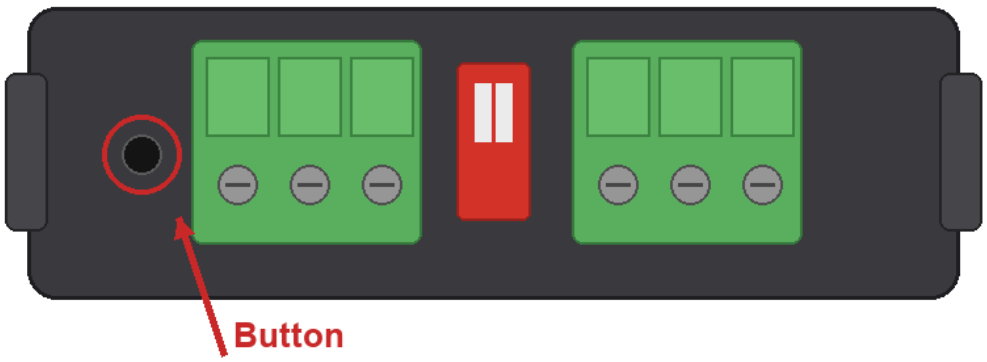

Figure 3.2 Button position
3. Power on the GCAN-208 module. When PWR is steadily on and SYS flashes, use a tool to press and hold the button in the hole on the left side of the CAN channel, as shown in Figure 3.2.